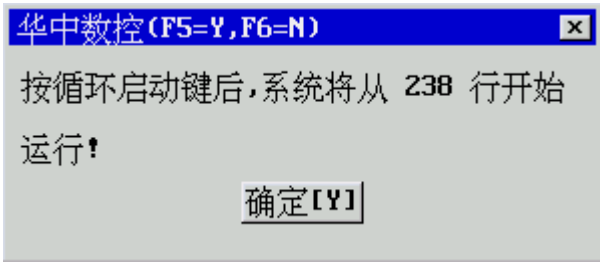

图 6.3.4 从红色行开始运行
(4) 用▲、▼键选择“从红色行开始运行”选项，弹出如图 6.3.4 所示对话框；
(4) 输入开始运行行号，弹出如图 6.3.4 所示对话框；
(5) 按 **Y** 或 **Enter** 键，蓝色亮条移动到指定行；
(6) 按机床控制面板上的“**循环启动**”按键，程序从指定行开始运行。
(4) 用▲、▼键选择“从当前行开始运行”选项，弹出如图 6.3.4 所示对话框；
(5) 按 **Y** 或 **Enter** 键，红色亮条消失，蓝色亮条回到移动前的位置；
(6) 按机床控制面板上的“**循环启动**”按键，程序从蓝色亮条处开始运行。